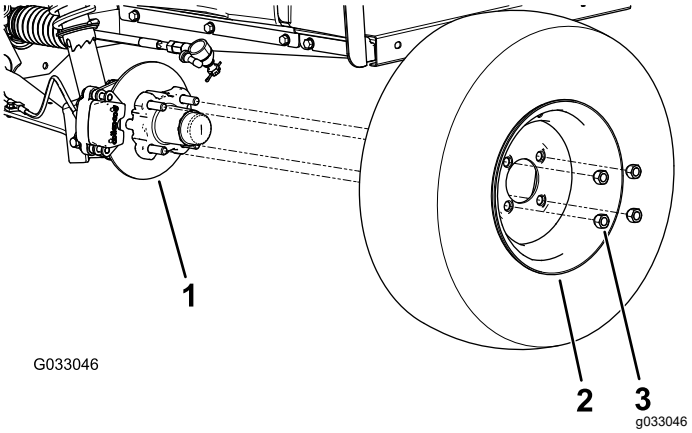

Figuur 22
2. Verwijder de 4 wielmoeren waarmee het wiel aan de naaf bevestigd is (Figuur 22).
4. Lijn de openingen in het wiel uit met de bouten van de naaf en monteer het wiel op de naaf met het ventiel naar buiten gericht (Figuur 22).
5. Bevestig het wiel aan de naaf met de wielmoeren (Figuur 22).